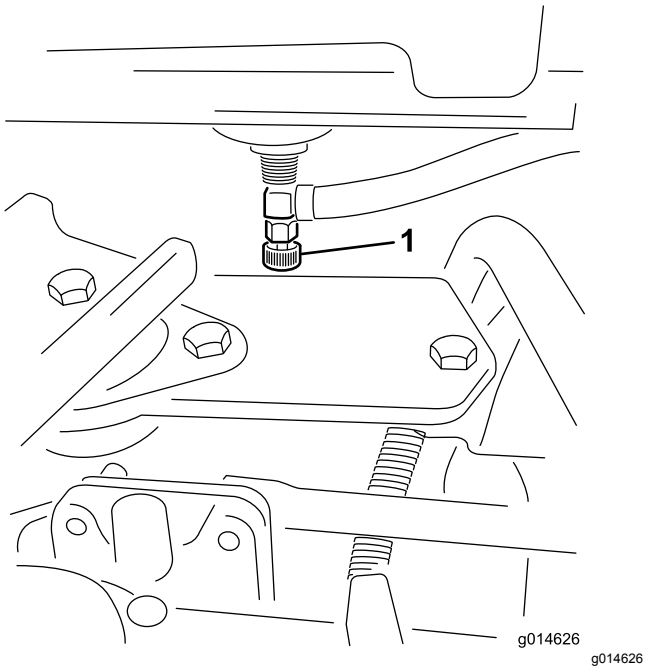

Figuur 48
1. Sluit de brandstofafsluitklep (Figuur 48) onder de brandstoftank.